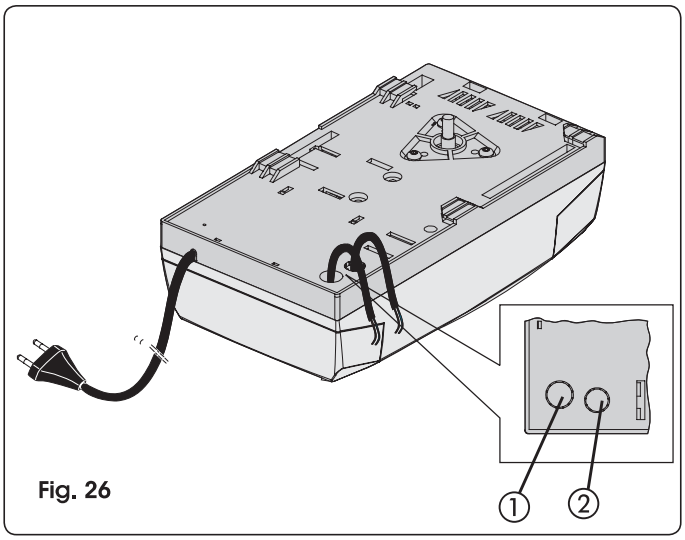

Fig. 26
- Pour la connexion des commandes externes, des sécurités et des signalisations, défoncer la pré-cassure (Fig. 26 ref. ①).
- Pour la connexion du bord de sécurité, (voir par. 18,3), défoncer la pré-cassure (Fig. 26 ref. ②).